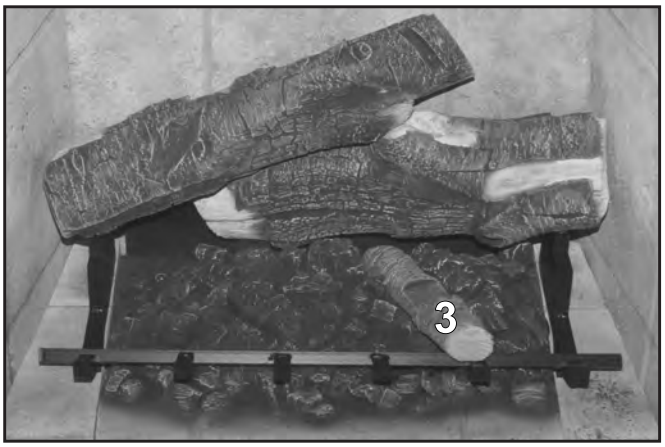

Figure 25: Log 3 in Place.
3. Insert Log 3 into the groove on the burner top. The groove has a stop at the rear to position the log properly from front to back. Refer to Figure 25.